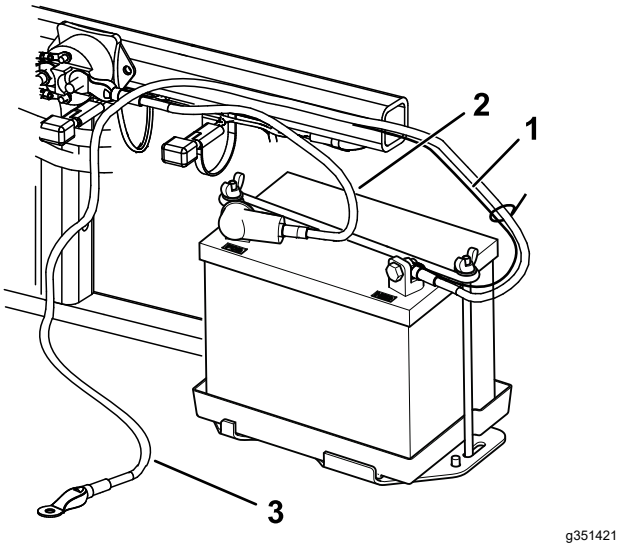

Figur 6
2. Fäst pluskabeln (röd) vid pluspolen (+) med en skruv på ¼ x ⅝ tum och en låsmutter (Figur 6).
3. Fäst den lilla svarta kabeln och minuskabeln (svart) vid batteriets minuspol (–) med en skruv (¼ x ⅝ tum) och en låsmutter (¼ tum) (Figur 6).